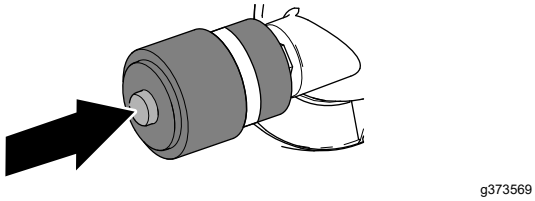

Рисунок 111
1. Если на индикаторе обслуживания отображается красная полоса, нажмите кнопку сброса на конце индикатора (Рисунок 111).